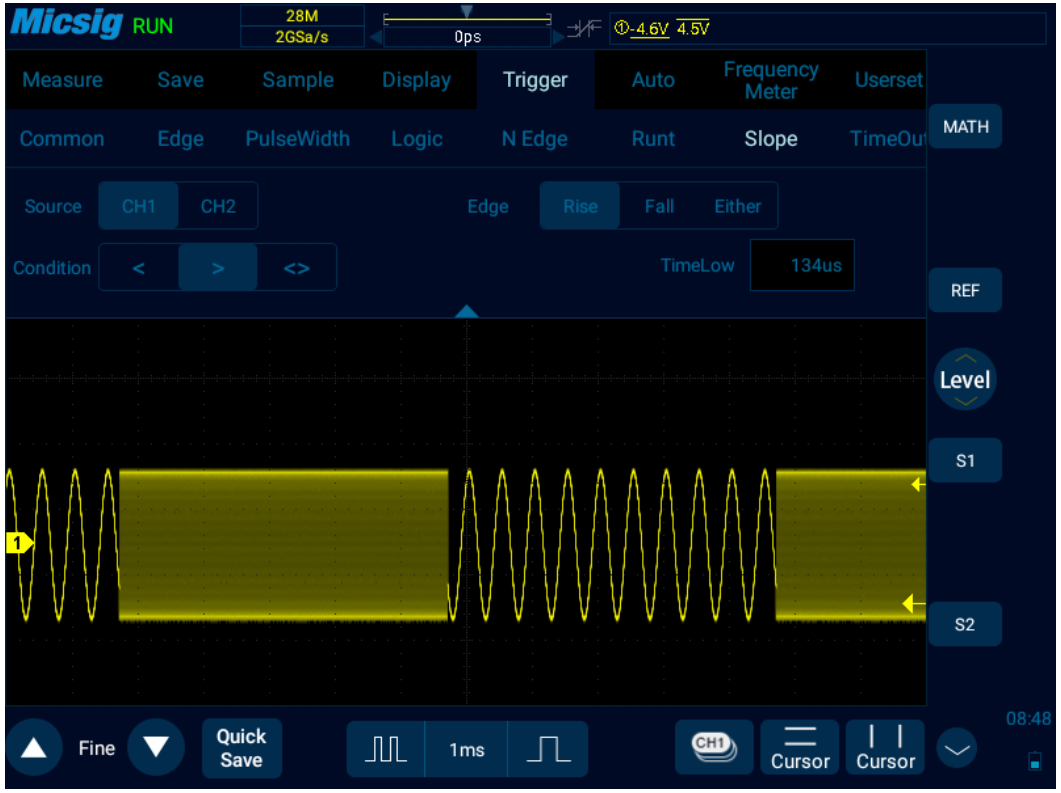

Figure 6-26 Slope Trigger Setting Menu
1) Tap “Trigger”on the main menu to open the trigger menu, select the slope trigger in the trigger type, and set the slope trigger as follows, as shown in Figure 6-26: